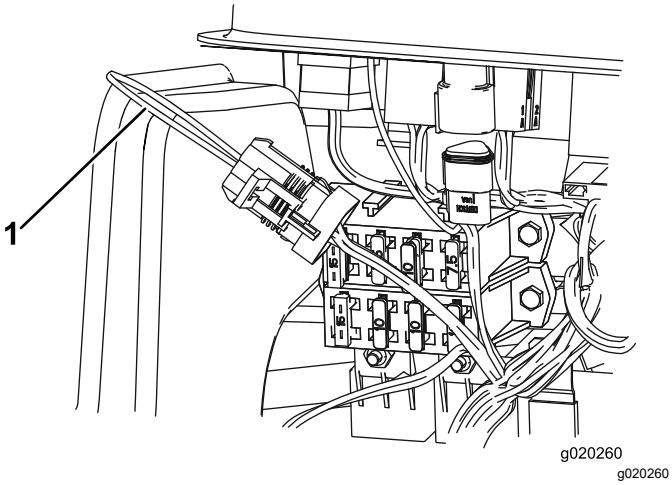

Figuur 37
3. Zoek de kabelboom en de kringloopstekker (Figuur 37).